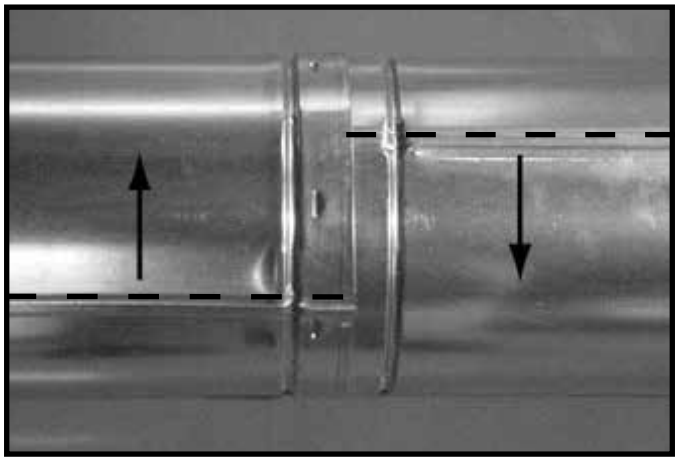
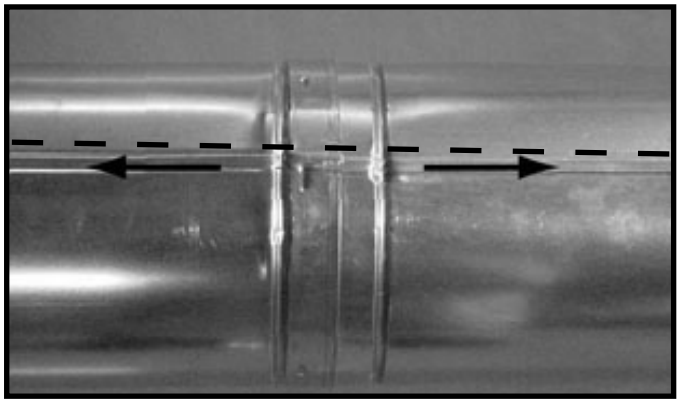

**Figure 7.9 Rotate Seams for Disassembly**
**Figure 7.10 Align and Disassemble Vent Sections**
- Rotate either section (see Figure 7.9) so the seams on both pipe sections are aligned as shown in Figure 7.10.